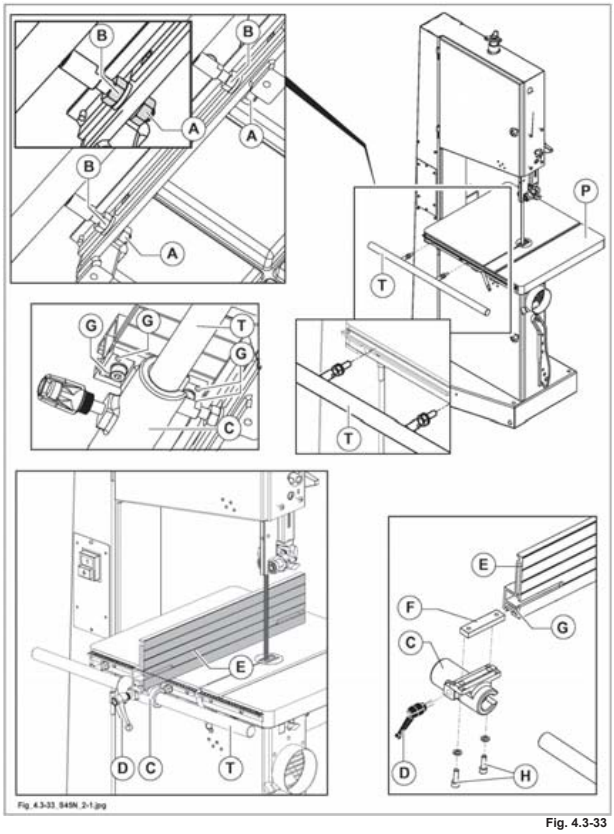

Fig. 4.3-33
Per esigenze di trasporto la barra tonda (T fig. 4.3-33) della guida può arrivare smontata.
- Introdurre nei fori del piano (P fig. 4.3-33), le viti già montate sulla barra (per nessun motivo muovere queste viti) e con gli appositi dadi (A fig. 4.3-33) fissarla in posizione.
- Posizionare il supporto (C fig. 4.3-33) sulla guida (T fig. 4.3-33) e serrare la leva (D fig. 4.3-33).
- Montare la guida (E fig. 4.3-33) inserendo il lardone (F fig. 4.3-33) nella scanalatura (G fig. 4.3-33) e serrare le viti (H fig. 4.3-33).
la guida è gia' registrata a 90° rispetto la lama sega; per ulteriori regolazioni agire sui dadi (A, B fig. 4.3-33) e sui grani (G fig. 4.3-33).